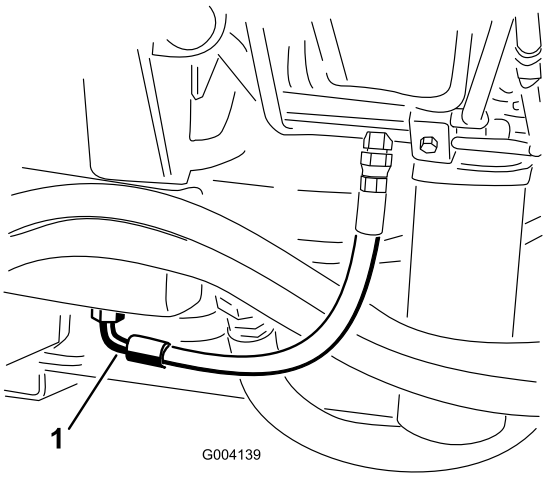

Figur 69
2. Anbring en stor bakke under stykket, der sidder i bunden af hydraulikvæskebeholderen (Figur 69).